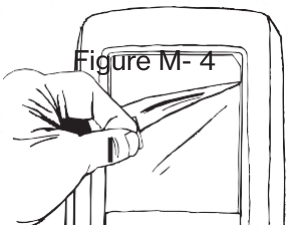

Figure M- 4
- Peel back Tab 2 all the way to remove the backing, which also removes the alignment tool (see Figure M-4). The screen protector is now in place.